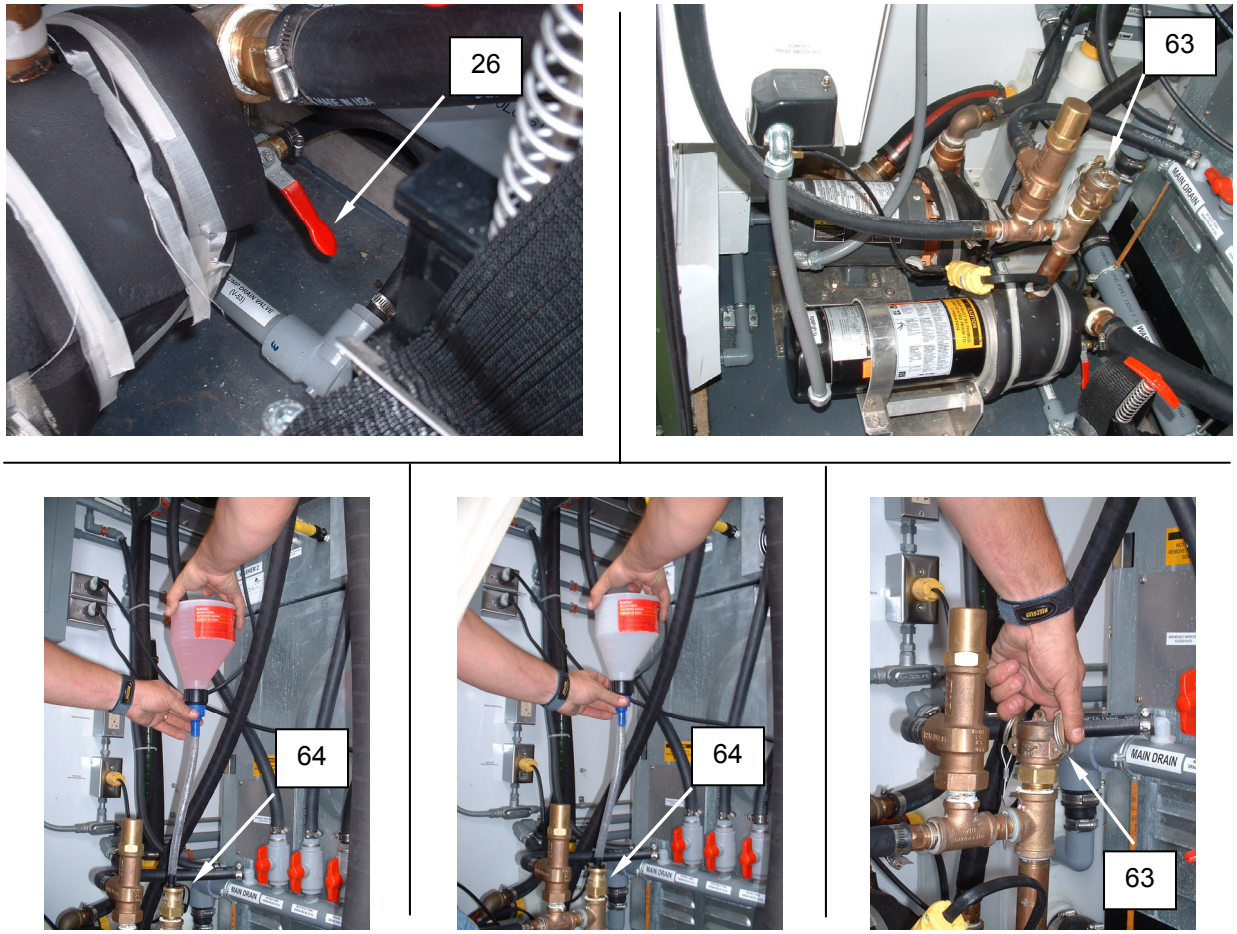

Figure 31. Add Antifreeze - P1 Pump.
1. Close P1 pump drain valve V-53 **(Figure 31, Item 26)**.
2. Remove QD cap **(Figure 31, Item 63)** on priming port **(Figure 31, Item 64)**.
3. Add 32 oz. of antifreeze to priming port **(Figure 31, Item 64)**.
4. Open the P1 pump drain valveV-53 **(Figure 31, Item 26)** for a 1 second count and then close.
5. Install and lock QD cap **(Figure 31, Item 63)** onto priming port **(Figure 31, Item 64)**.